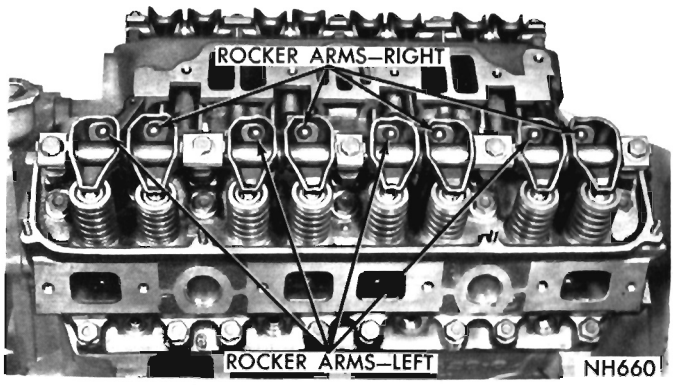

Fig. 8—Rocker Arm Assemblies Installed
(1) Remove cylinder head cover and gasket.
(2) Remove rocker shaft bolts and retainers and remove rocker arms and shaft assembly.
(3) If rocker arm assemblies have been disassembled for cleaning, inspection, or replacement, refer to Figure 8 for proper reassembly.
(7) Install rocker arm and shaft assembly starting each push rod into its respective rocker arm socket (Fig. 8) making sure to install the long stamped steel retainers in the number two and four positions, **tighten bolts to 25 foot-pounds.**
(8) Place new cylinder head gasket in position and install cylinder head covers. Tighten nuts to 40 inch-pounds.
(9) Install exhaust manifolds and tighten nuts to 30 foot-pounds.
(10) Adjust spark plugs to .035 inch gap and install plugs, tighten plugs to 30 foot-pounds.
(11) Install a new tappet chamber cover and tighten end bolts to 9 foot-pounds.
(12) Install intake manifold, carburetor and ignition coil as an assembly and tighten manifold bolts to 50 foot-pounds.
(13) Install distributor cap. Connect the coil wire, heat indicator sending unit wire, accelerator linkage, spark plug cables and insulators.
(14) Install vacuum hose at carburetor and distributor.
(15) Install alternator and drive belts. Tighten alternator adjusting strap bolt to 200 inch-pounds, and alternator mounting bolt to 30 foot-pounds.
(16) Install fuel line and carburetor air cleaner.
(17) Fill cooling system. Adjust belt tensions as outlined in "Cooling System" Group 7.